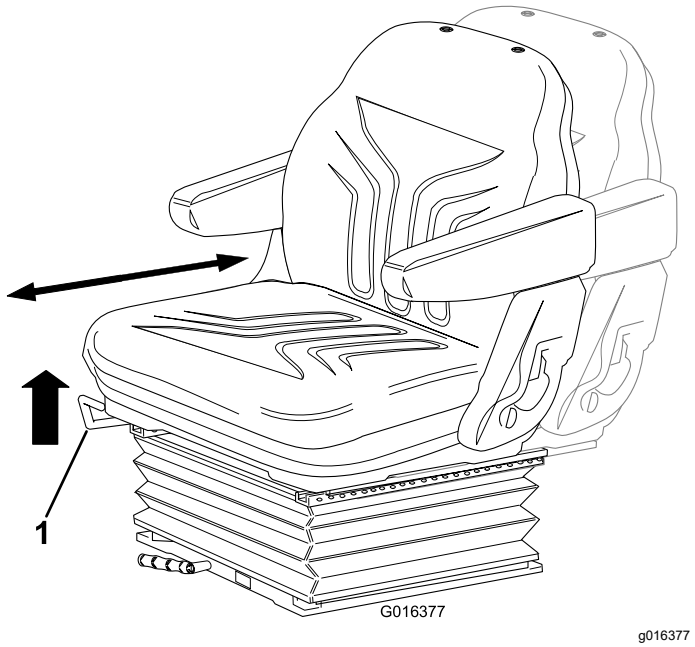

Rysunek 22
- Przesuń dźwignię do góry, aby wyregulować pozycję fotel w płaszczyźnie przód/tył (Rysunek 22).